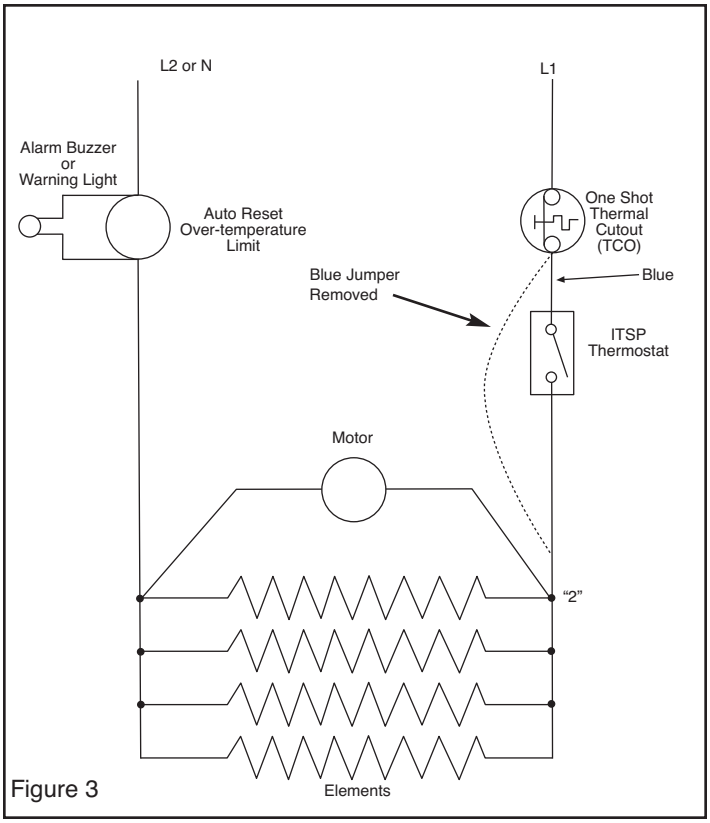

Figure 3
7. Connect the blue lead from the thermostat to the one shot thermal cutout and the black lead to element terminal "2" (See Fig. 3).